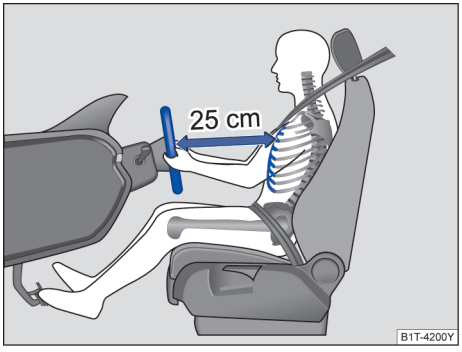

图 21 驾驶员与方向盘之间至少保持为 25 cm 的距离
– 调节方向盘，使驾驶员胸部与方向盘之间至少保持 25 cm 的距离→ 图 21。